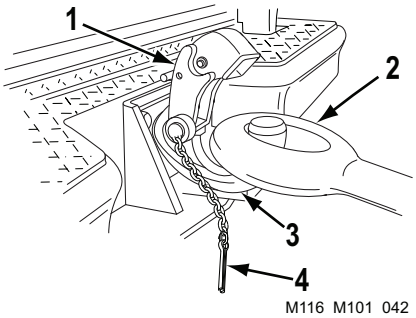

Figure 17. Secure Pintle Hook.
11. Use hand crank to adjust height of drawbar coupler (Figure 17, Item 2). Remove drawbar coupler (Figure 17, Item 2) from pintle hook (Figure 17, Item 3).
12. Close pintle hook (Figure 17, Item 3). Pull up on pintle hook (Figure 17, Item 3) to ensure that locking latch (Figure 17, Item 1) is engaged. Install safety pin (Figure 17, Item 4) in pintle hook (Figure 17, Item 3).